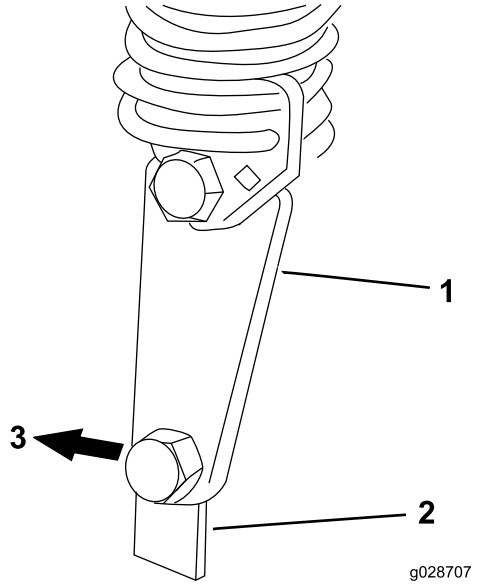

**Figura 16**
7. Arranque el motor y eleve el bastidor. Sujete el enlace del codo del muelle de contrapeso al soporte del muelle de la unidad de corte con el perno de resalto y la contratuerca que retiró anteriormente (Figura 16).